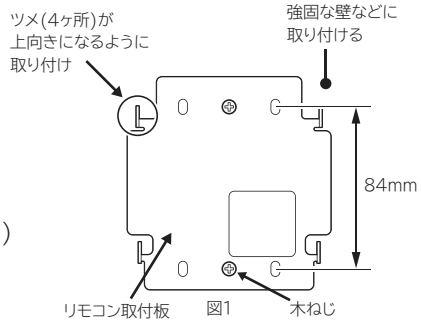

図1
(1)リモコン取付板を木ねじ (φ3.5×25)2 本で壁に取り付けてください。(図 1)